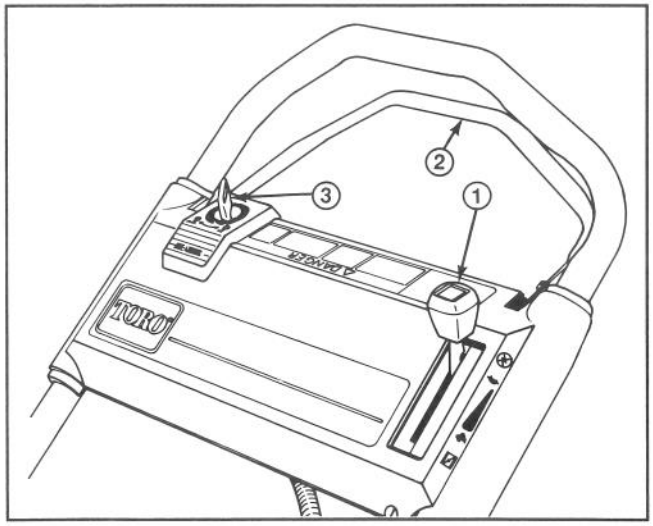
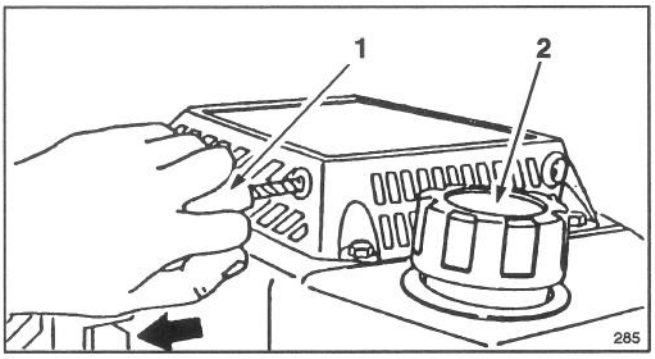
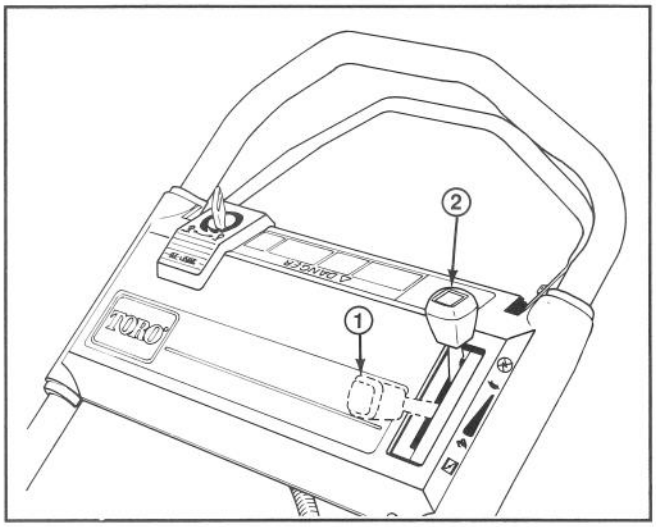

Figure 8
Figure 9
Figure 10
CONTROLS—Key switch (electric start model), throttle, and self–propel control bar are on upper handle (Fig. 8). Recoil starter is on top of engine (Fig. 9).
2. KEY–LECTRIC STARTING (electric start model)—Move throttle forward to CHOKE position (Fig. 10). Turn key (Fig. 8) to START and release when engine begins running. Move throttle rearward to FAST position or regulate engine speed as desired. If the battery's charge is too weak to start the engine, use the recoil starter (Fig. 9).
3. MANUAL STARTING—Move throttle forward to CHOKE position (Fig. 10). Pull engine mounted recoil starter (Fig. 9) out until slack in rope is taken up. Then pull vigorously to start the engine. When engine starts, move throttle to FAST position or regulate engine speed as desired.
4. STOPPING (Fig. 10)—To stop engine, move throttle rearwards to ENGINE OFF position. Remove key from switch and pull wire off spark plug if mower will be unattended or not used.